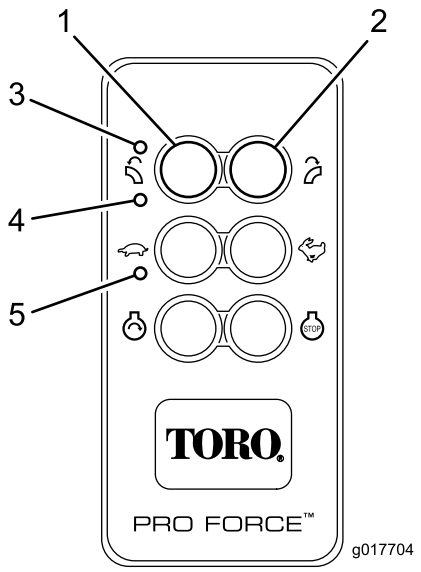

Figuur 15
U kunt de afstandbediening activeren (inschakelen) door op om het even welke knop te drukken. Knipperende TX- en RX-leds wijzen erop dat de afstandbediening actief is en in communicatie staat met de basiseenheid. Om de batterij te sparen blijft de afstandbediening ongeveer drie (3) seconden actief voordat ze automatisch uitgeschakeld wordt, tenzij u binnen de drie seconden op een knop drukt. Als er een time-out van de eenheid optreedt en deze wordt uitgeschakeld, doven alle ledlampjes van de afstandbediening (Figuur 15). Druk op om het even welke knop om de afstandbediening opnieuw in te schakelen.